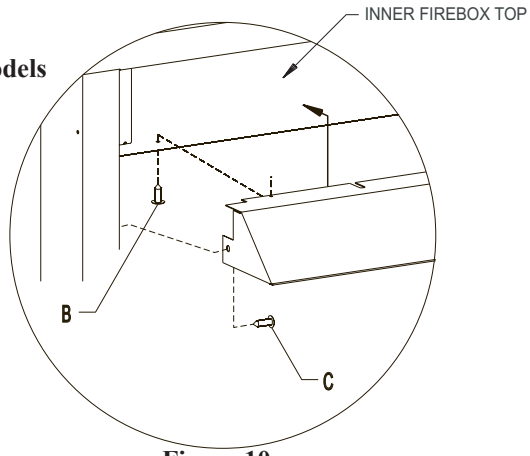

**Figure 10**
2. Place the top hood flange on top of the firebox, then install three screws through the firebox top from below and screw into the pilot holes in the hood flange (B).
3. Install one (1) screw at each end of the hood as shown (C).
**Caution:** The hood must be installed prior to operation of appliance. **See Figure 10**